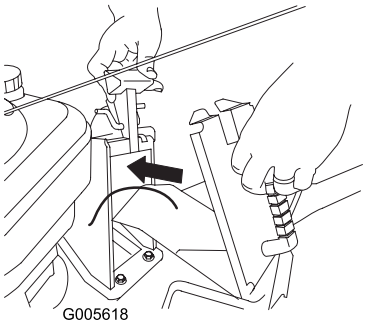

Figur 22
1. Åbn udblæsningsdøren ved at flytte håndtaget til udblæsningsdøren bagud (Figur 22).
2. Hold udblæsningsdøren helt åben, og sæt proppen i (Figur 22).